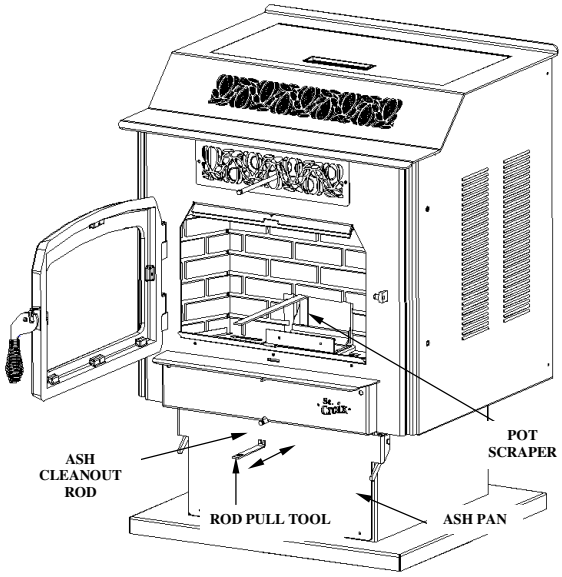

Figure 6
2. Remove ash buildup under the grate bottom daily or as frequently as needed. Clean the ashes out from under the burn pot by pulling the Ash Cleanout Rod in and out several times (see Fig. 6) Use the Rod Pull Tool with the Ash Cleanout Rod. This tool is hanging on a screw on the back of the stove; this provides a convenient location to keep the tool in reach and prevent it from getting lost.
3. Check ash pan (See Fig. 6) to determine emptying frequency needed. NOTE: Do not use a vacuum cleaner for this purpose. Hot coals may cause your vacuum filter to catch fire. Place ashes in a metal container with a tight fitting lid. The closed container of ashes should be placed on a noncombustible floor or on the ground, well away from all combustible materials, pending final disposal. If the ashes are disposed of by burial in soil or otherwise locally dispersed, they should be retained in the closed container for at least two days until all cinders have thoroughly cooled.
4. Once or twice daily pull the Heat Exchange Tube Scraper, *(See stove layout on page 2)* out and back to clean heat exchange tubes. Failure to operate the tube scraper daily may result in poor combustion and loss of heat output. This should be done when the stove is cool or operating on the low temperature setting. Use the Rod Pull Tool shown in Figure 6 with the Tube Scraper Rod.